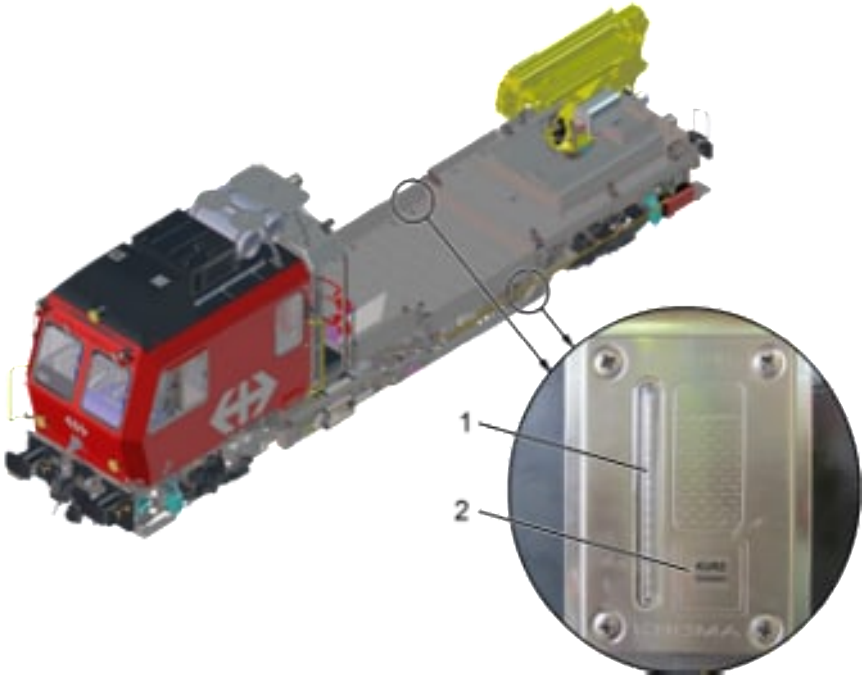

Fig. 24: Indicatore di livello
Due ulteriori indicatori di livello, cfr. Fig. 24 (1), sono posti in corrispondenza del bocchettone di riempimento all'esterno sul telaio. Il livello di riempimento può essere controllato anche quando il veicolo è disabilitato (contattore generale delle batterie disattivato). Premendo il pulsante (2), l'indicatore di livello (1) viene attivato per 15 s.